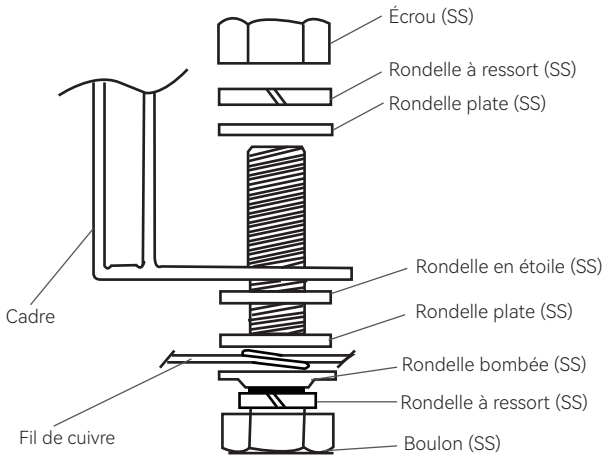

Figure 23 Schéma pour l'installation d'un boulon adapté au câble de mise à la terre
- Les câbles et les boulons de mise à la terre sont utilisés pour l'installation : les boulons de mise à la terre doivent être, par recommandation, faits d'acier inoxydable et utilisés sur les trous de mise à la terre prévus. Insérez les boulons en acier inoxydable en premier dans la rondelle à ressort, la rondelle bombée, la rondelle plate et la rondelle en étoile, puis à travers le trou de mise à la terre, la rondelle plate et la rondelle à ressort du cadre, et finalement serrez-les avec des écrous. Le schéma d'installation est illustré sur la Figure 23.